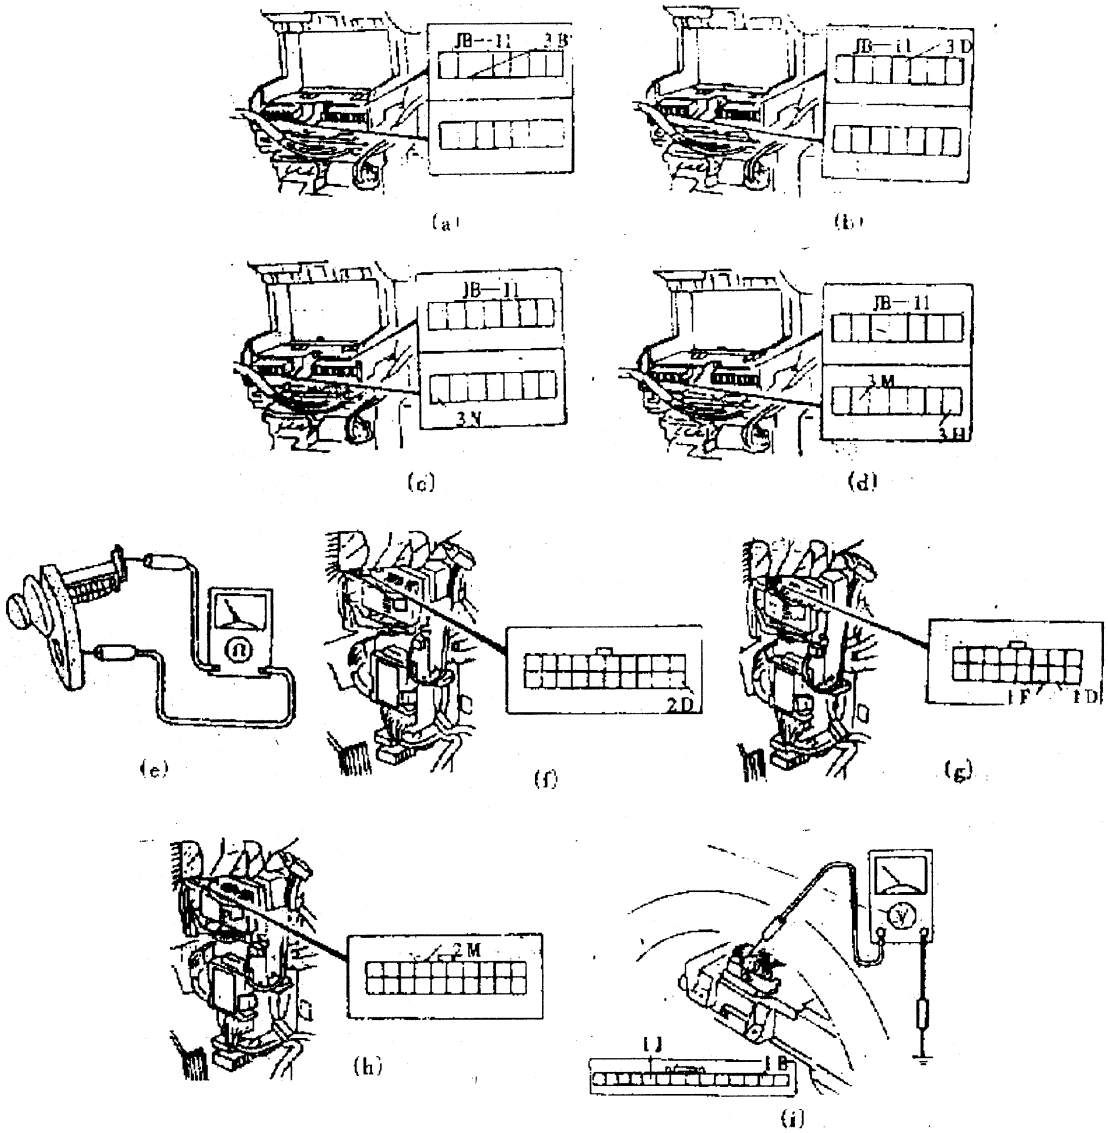

图 4－4　预警 1；安全灯不亮，蜂鸣器不响的故障排除
在后门打开的情况下，检查 CPU 插头引脚 2D(R)和地间的通断状况，如图 4－4(f)所示。
⑨拆下后门开关，当开关处于 ON(不按下)时检查开关的通断状况，如图 4－4(e)所示。
在行李厢和发动机罩均关闭的情况下检查线束插头引脚 1D 和 1F 间的通断状况，如图 4－4(g)所示。
⑬拆下 CPU 插头（20 针），当线束插头的 2 M 端（R/G）接地时，检查安全灯的状态，如图 4(h)所示。
⑭测量仪表盘插头 1 号（白）的 1 B(L/R)端的电压，如图 4－4(i)所示。
同上,测量 1 号仪表盘插头(白)的 1 J 端(R/G)电压,如图 4 - 4(i)所示。